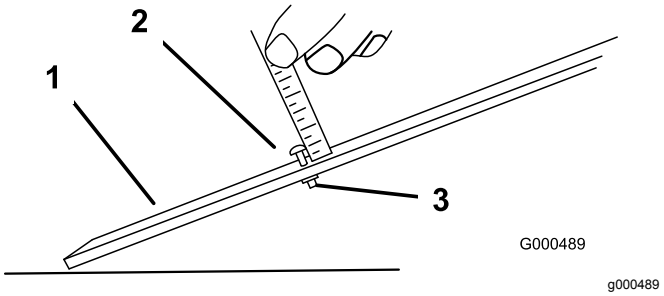

Figur 13
1. Løsne mutteren på høydemåleren og fest justeringsskruen i ønsket klippehøyde (Figur 13).